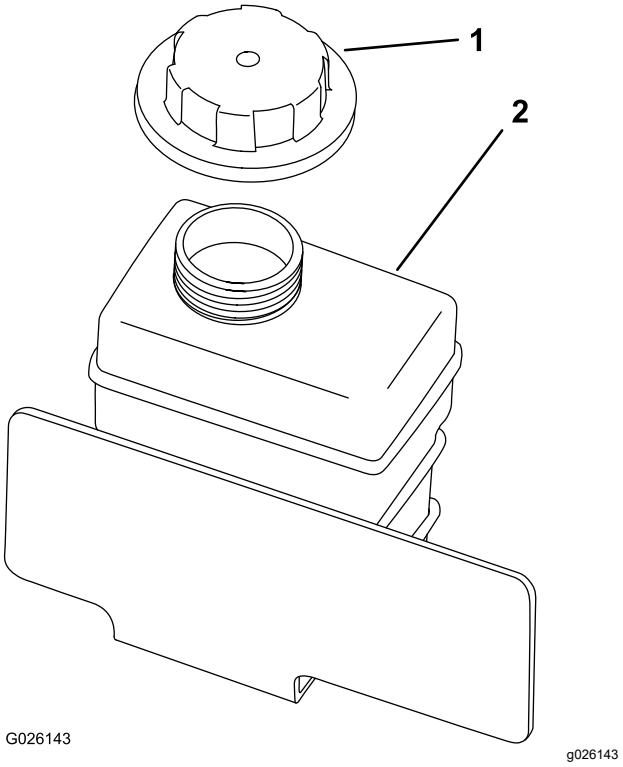

Figur 56
8. Påfyld langsomt kølevæskens reservetank, indtil niveauet når bunden af påfyldningsstudsen (Figur 56).
9. Sæt reservetankens dæksel på (Figur 56).